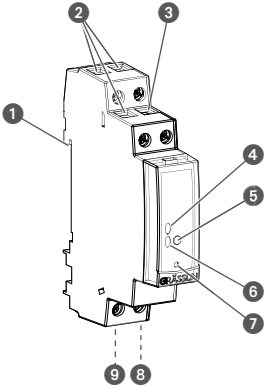

Fig. 1: Interruttore orario
L'interruttore orario è un timer che viene montato con un sistema a scatto su una guida DIN (Fig. 1/❶); questo timer attiva l'apparecchio a cui è rispettivamente collegato. L'interruttore orario dispone di 1 canale e può essere comandato mediante un tasto di comando (Fig. 1/❺). Lo stato dell'interruttore orario viene visualizzato mediante 2 LED (Fig. 1/❹ e ❻). L'interruttore orario può essere programmato tramite un dispositivo mobile utilizzando un'app o un software per PC. La frequenza del radiosegnale è di 2,4 GHz e la potenza di trasmissione massima è pari a 1,8 mW.